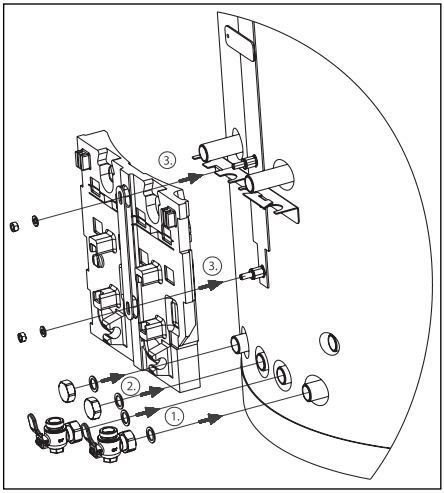

Fig. 9 Montage des robinets à tournant sphérique et de l'isolation du groupe du circuit de chauffage
– Raccorder les robinets à tournant sphérique G 1 avec les joints sur le côté droit du ballon d'eau chaude (fig. 9 point 1).